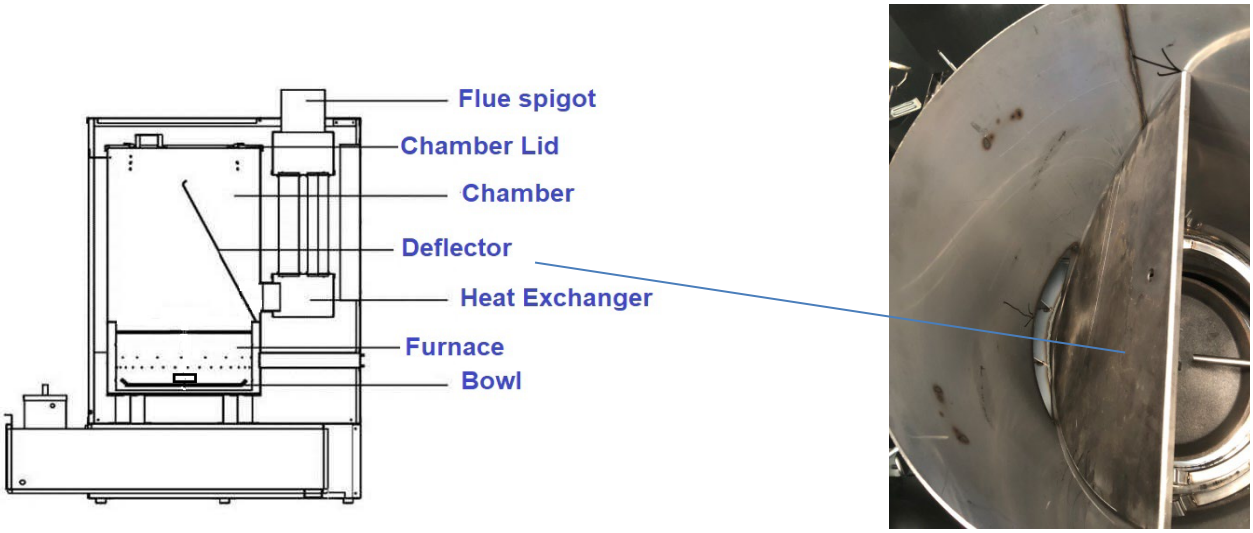

Fig. 3. Combustion chamber structure, profile left; Top view right, shows deflector position
- place the deflector inside the combustion chamber according to Fig. 3.,